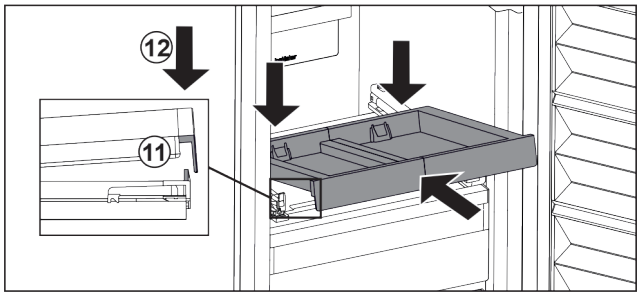

Fig. 93
▶ Slide in at an angle. Make sure that the stop is behind the lug on both sides. *Fig. 93 (11)*
▶ Lower the pull-out board at the front. *Fig. 93 (12)*